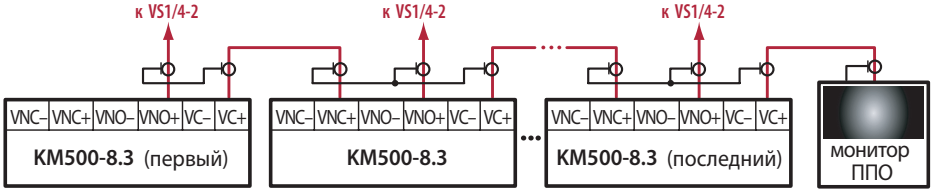
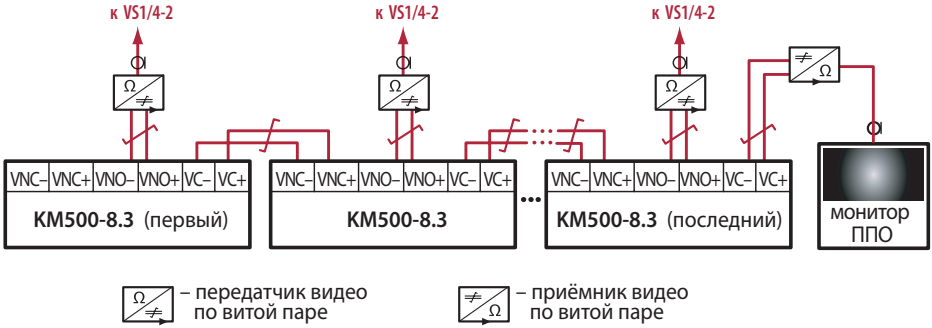

Рис.4 *Схема подключения видеоканалов к монитору ППО на базе коаксиального кабеля*
Рис.5 *Схема подключения видеоканалов к монитору ППО на базе витой пары*
2. *При использовании в коммутаторе витой пары для подключения видеоканала, монтаж видеотракта необходимо производить в соответствии со схемой, приведенной на рис. 5, используя дополнительное оборудование – приемники и передатчики видео по витой паре.*
С помощью комплексирования КМ организована подсистема передачи видео от видеокамер на монитор ППО. В видео подсистеме реализована возможность просмотра на мониторе ППО сигнала с видеокамеры любого БВ СДК. Данный тип коммутатора обеспечивает организацию физической линии как на базе коаксиального провода (***рис.4***), так и на основе витой пары (***рис.5***). Выбор линии передачи видеосигнала описан в предыдущем разделе.